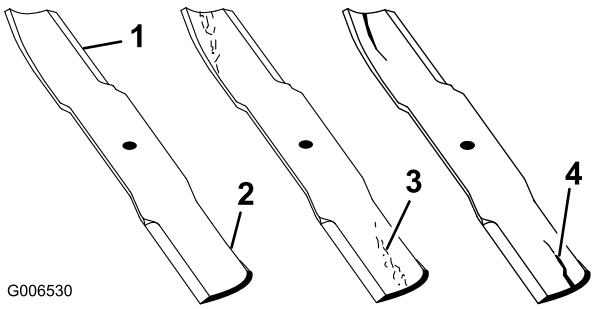

**Figure 25**
4. Examinez attentivement les tranchants de la lame, particulièrement au point de rencontre des parties plane et relevée (Figure 25).
**Remarque:** Le sable et les matières abrasives peuvent éroder le métal à cet endroit, c'est pourquoi il est important de contrôler l'état de la lame avant d'utiliser la machine. Remplacez la lame si elle est usée (Figure 25) (voir Dépose de la lame).
**Si la lame est trop usée, une entaille se forme entre la partie relevée et la partie plane (Figure 25). La lame peut alors se briser et un morceau être projeté du dessous de la machine, vous blessant gravement ou une personne à proximité.**